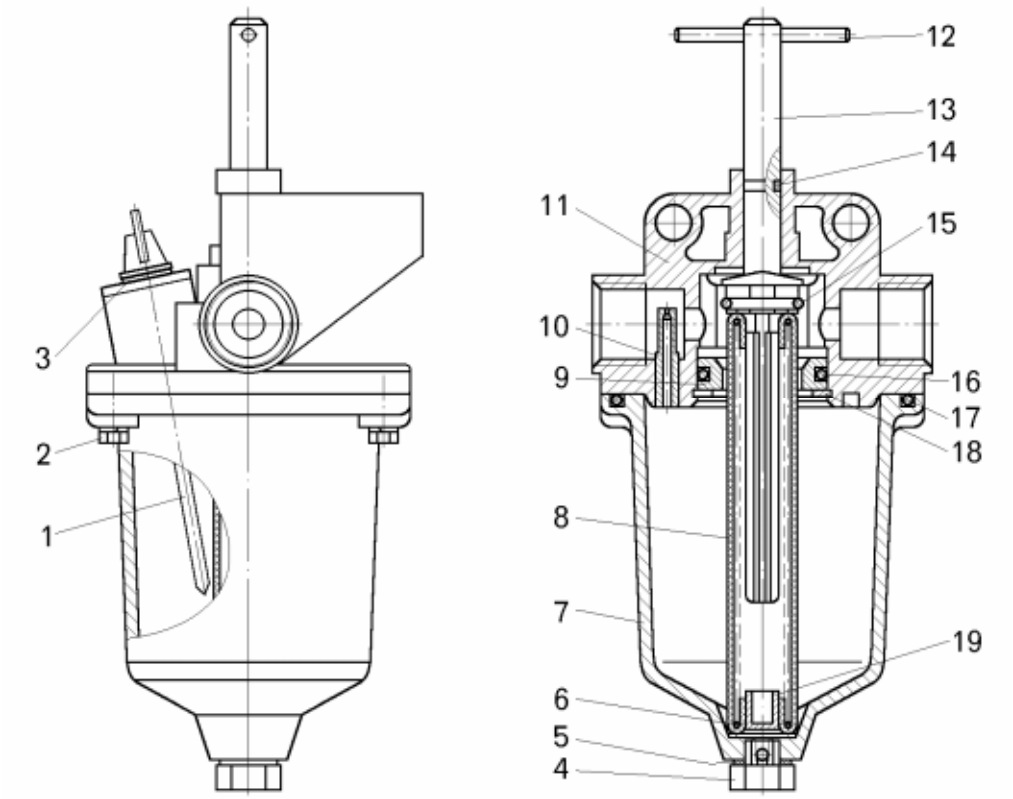

Рисунок 11.9 – Противозамерзатель:
– отвернуть болты 2 (рисунок 11.9) и разъединить корпус верхний 11 с корпусом нижним 7;